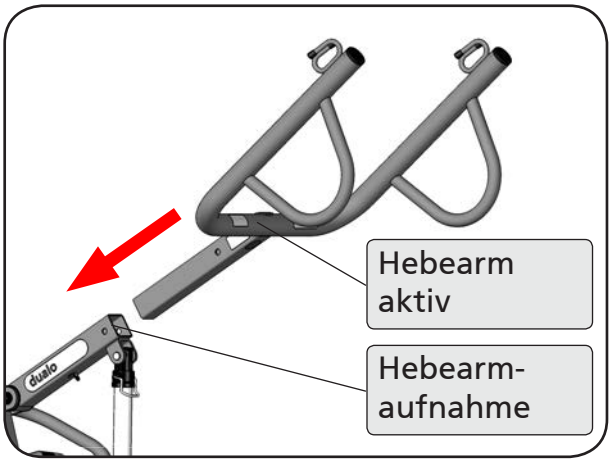

Abbildung 21
9. Stecken Sie den Hebearm aktiv mit dem unbeschichteten Ende bis zum Anschlag in die Hebearmaufnahme ein (Abbildung 21). Die Hebearme des aks-dualo sind so entwickelt, dass sie nur in der vorgesehenen Stellung in die Hebearmaufnahme passen.